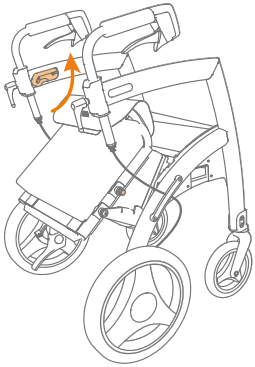
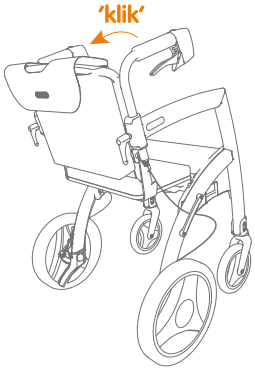

Abbildung 34: Ziehen Sie die Rückenlehne weiter hoch.
Abbildung 35: Klicken Sie die Rückenlehne in die Führungen
c. Ziehen Sie anschließend die Rückenlehne zurück **(Abbildung 34)**, bis die Verriegelungsstifte in der oberen Führung am Rahmen einrasten **(Abbildung 35)**. Die oberen Verriegelungsstifte lassen sich nicht sanft in die Führungen am Rahmen schieben? Dann schieben Sie die Rückenlehne bis zur Hälfte des Rahmens wieder nach vorne und versuchen Sie es erneut.